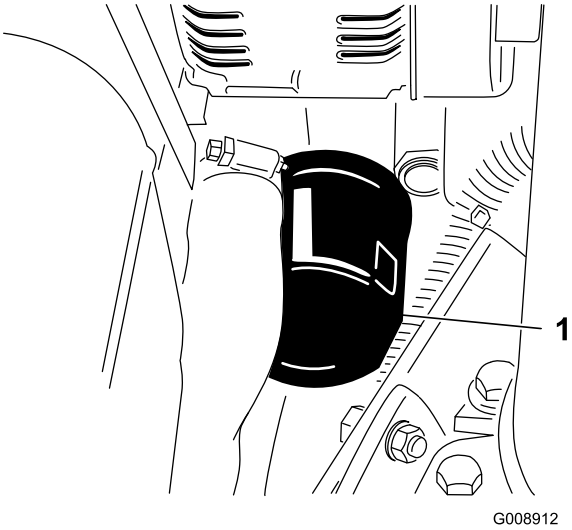

Figura 37
3. Retire o filtro do óleo (Figura 37).